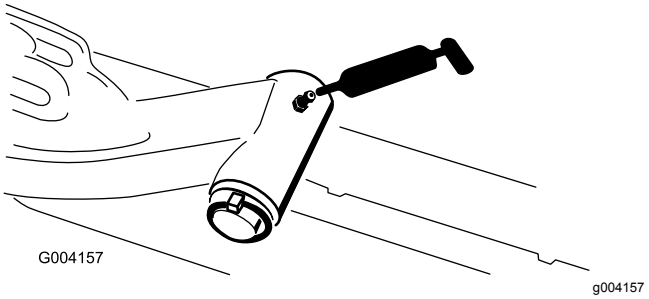

**Figur 47**
- Løftearmsdreietappaksel (1 hver) (Figur 47)